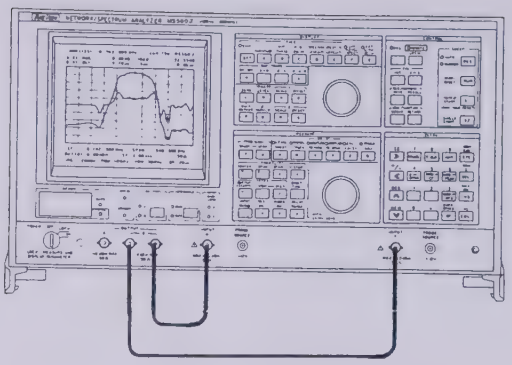

Fig. 2-34 Transmission Characteristic
2. *X→S calibration only stores the measured values in S memory. The CAL – X–S lamp (15) must be on to correct offset errors.*
5. *Connection for X→S calibration is shown in Figs. 2-34 and 2-35.*